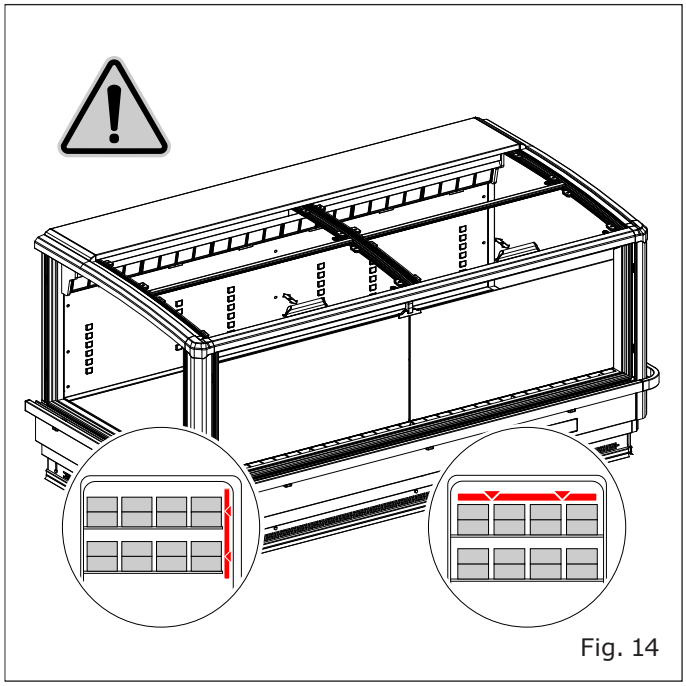

Fig. 14
- The goods do not exceed the load line ("Fig. 14").